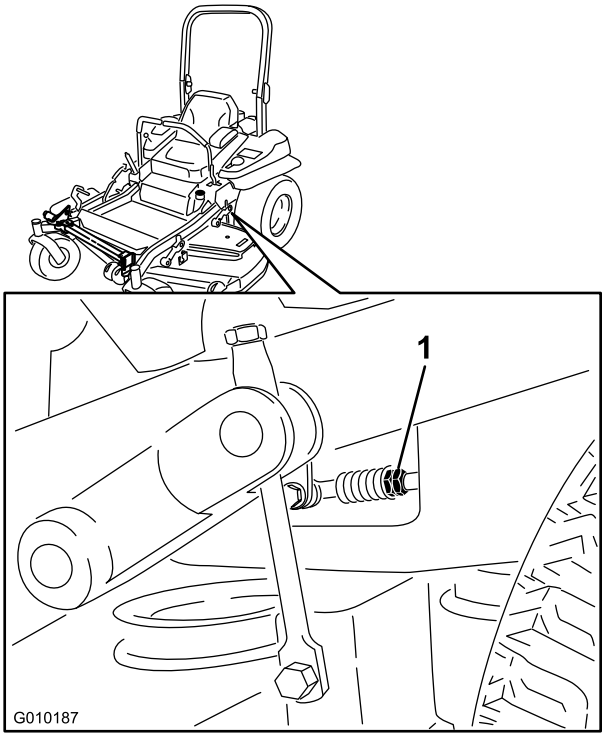

**Figure 78**
7. Placez les leviers de commande de déplacement en position point mort. Réglez la longueur des tiges de pompes en tournant les doubles écrous dans le sens voulu jusqu'à ce que les roues tournent légèrement en marche arrière (Figure 78). Placez les leviers de commande de déplacement en position de marche arrière et, tout en appuyant légèrement sur les leviers, laissez les ressorts de marche arrière ramener les leviers au point mort. Les roues doivent s'arrêter de tourner ou tourner légèrement en arrière.